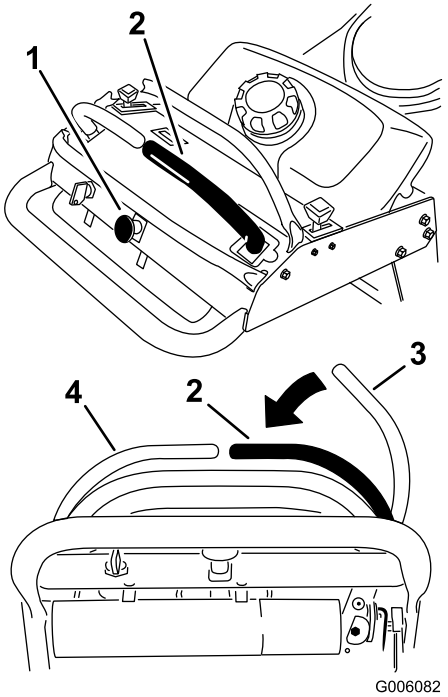

Figura 10
1. Para engranar las cuchillas del cortacésped, mueva la palanca de control de movimiento derecha a la posición central, desbloqueada (Figura 10).